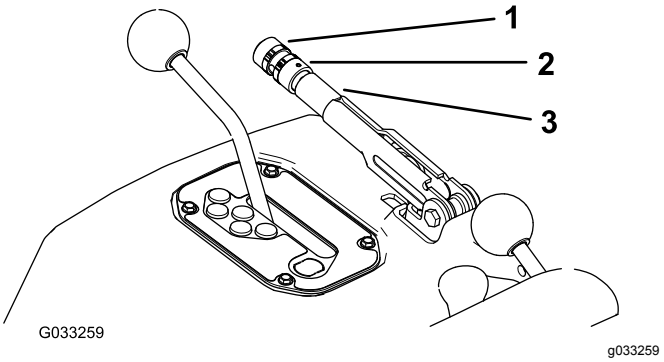

Figur 75
2. Løsne setteskruen som festen knotten til parkeringsbremsespaken (Figur 75).
3. Roter knotten (Figur 75) til det er nødvendig med styrke på 20–22 kg for å heve spaken.
4. Stram setteskruen når du er ferdig (Figur 75).